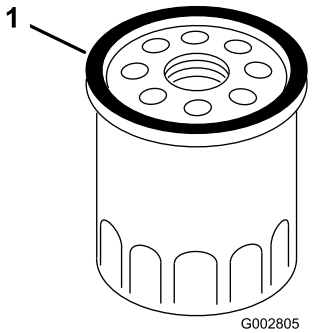

Rysunek 28
7. Nanieś palcami nieco oleju na uszczelkę filtra (Rysunek 28).